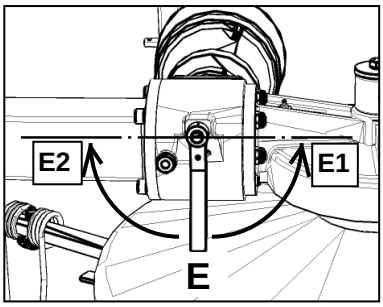

fig.11E
6. **Fig.11E** - Controllare che la leva dell'invertitore sia ruotata nella posizione **E1.**
6. **Fig.11E** - Verify that the lever of the reversing gear is rotated in the position **E1.**